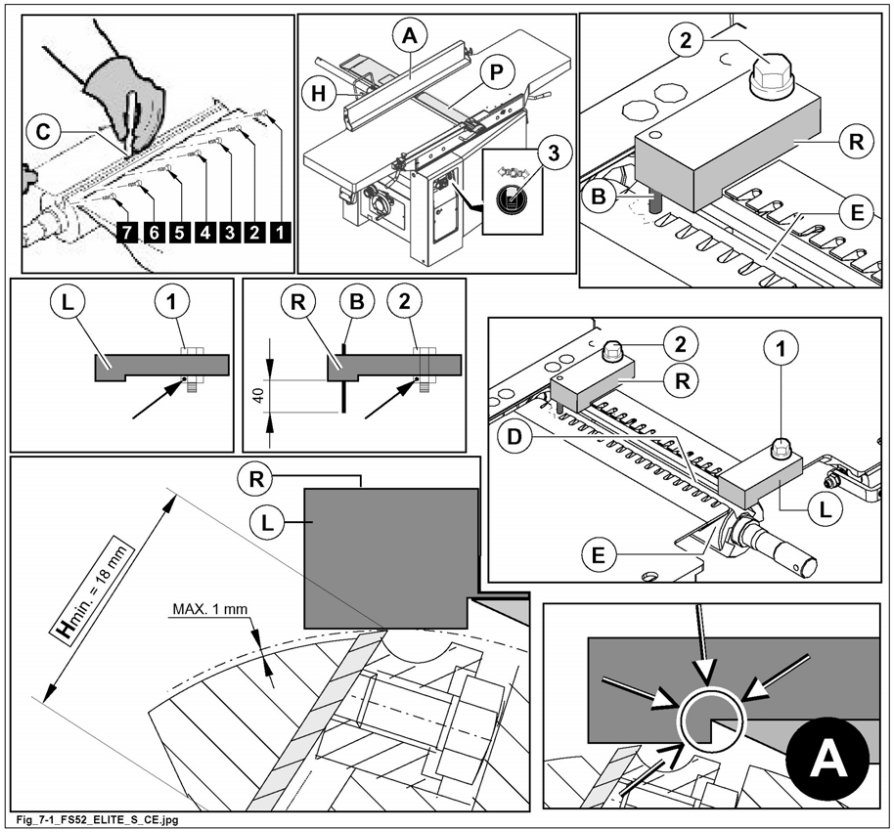

Fig. 7.1
Turn selector (3 fig.7.1) to (brake release).
Position the planing fence (A fig.7.1) at the bottom of the stroke and tighten the lever (H fig.7.1).
Lift the bridge guard to the max. height of its stroke (P fig.7.1).
Remove the nuts that block screws (1, 2 fig.7.1).
1) Position blade adjusters (R fig.7.1) as indicated in the figure A.
Plug (B fig. 7.1) must be inserted in the appropriate hole in the shaft (E fig. 7.1).
At this point secure the knife adjuster (R fig. 7.1) to the table by tighten the screw (2 fig. 7.1).
Position the knife adjuster (L fig. 7.1) as illustrated in the diagram A and lock it in place by tighten the screw (1 fig. 7.1).
If necessary, replace the blades by inserting them in their specific slot (D fig.7.1) ensuring that the cutting edge meets the direction of rotation of the planer (E fig.7.1).
2) Loosen the blocking screws using the specific key (C fig.7.1); the blade comes out pushed by the contrast springs.
4) Make sure cutters and wedges are centered in relation to cutterblock (E fig.7.1).
to ensure adjustments are correct the knife blade should simultaneously rest on the knife adjusters (R, L fig. 7.1). In this way proper protrusion of the knife from the planer spindle is guaranteed (maximum 1 mm).
5) Screw in, but do not tighten completely, the lock screws (following the sequence 1, 7, 2, 6, 3, 5, 4) with the relevant wrench (C fig. 7.1) until the knife is resting against the planar spindle (E fig. 7.1). Then carry out final tightening as per the sequence 1, 7, 2, 6, 3, 5, 4 doing so in a uniform manner on all the screws.
the knife grinding is permitted up to a min. width of 18 mm (fig. 7.1). When this value has been reached, replace the knife;
Position again the bridge safety protection (P fig. 7.1).
Turn selector (3 fig. 7.1) to (brake locking).